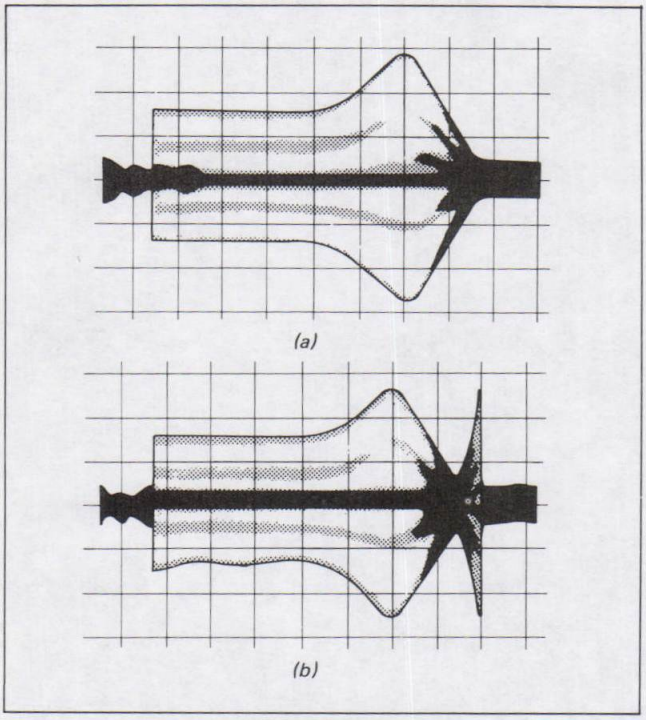
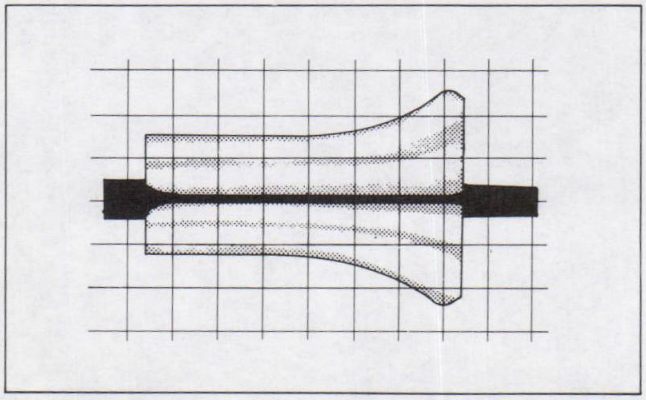
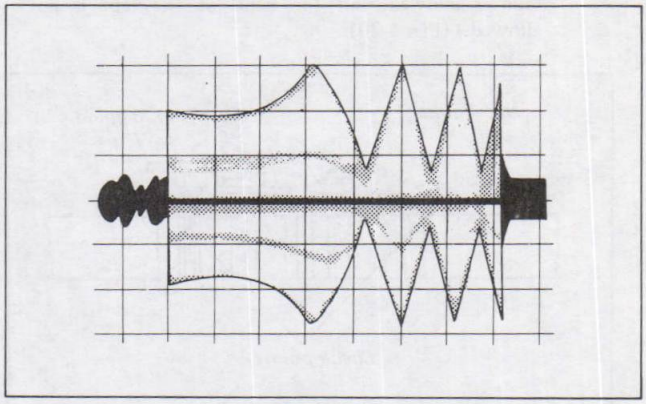

Fig. 4-16.
Fig. 4-17.
Fig. 4-18.
i) If the exit free waveform is within the range indicated in Fig. 4-16(a), (b), proceed from step 5).
ii) If the peak of the exit free waveform is smaller than that illustrated in Fig. 4-16(a) (e.g. Fig. 4-17), loosen the lock screw, then turn the capstan adjustment screw until the waveform is within the specified range.
iii) If the peak shape of the exit free waveform differs from that shown in Fig. 4-16(b) (e.g. Fig. 4-18), loosen the lock screw, then turn the capstan adjustment screw clockwise until the waveform is within the specified range.
5) Lock the capstan lock screw. (Turn clockwise until it stops, then turn about 30° more. At this point, the exit free waveform will change slightly, and if it goes out of the range shown in Fig. 4-16(a), (b) return to step 4) and re-adjust.
7) Confirm and adjust according to 4-1-3, exit side adjustment procedure items 4), 5).